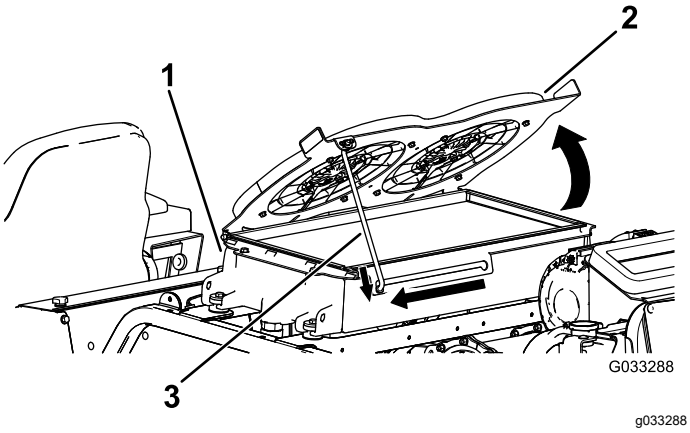

Figur 121
2. Rikta hydraulsystemets kylfläktar uppåt och fäst stöttan i skåran (Figur 121).